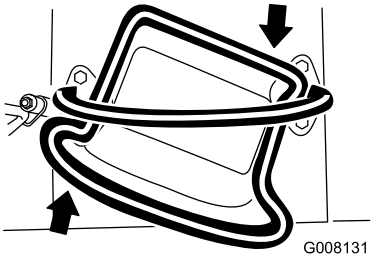

**Figur 9**
- Vrid drivreglaget medurs för att svänga åt höger (Figur 9).